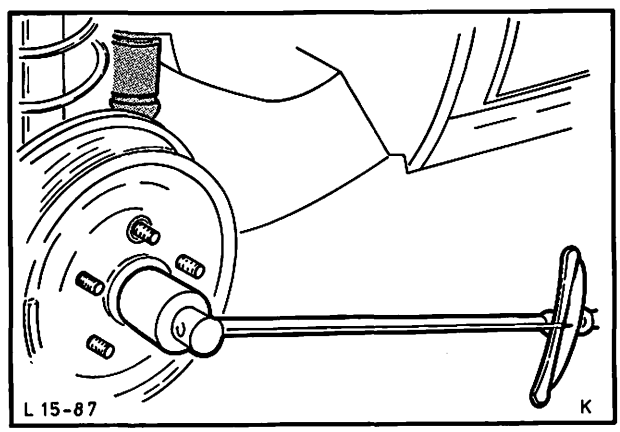

Abb. 140 Achsmutter mit vorgeschriebenem Drehmoment festziehen
11. Achsmutter mit vorgeschriebenem Drehmoment festziehen, Abb. 140. Sicherungsring – Achsmutter montieren.